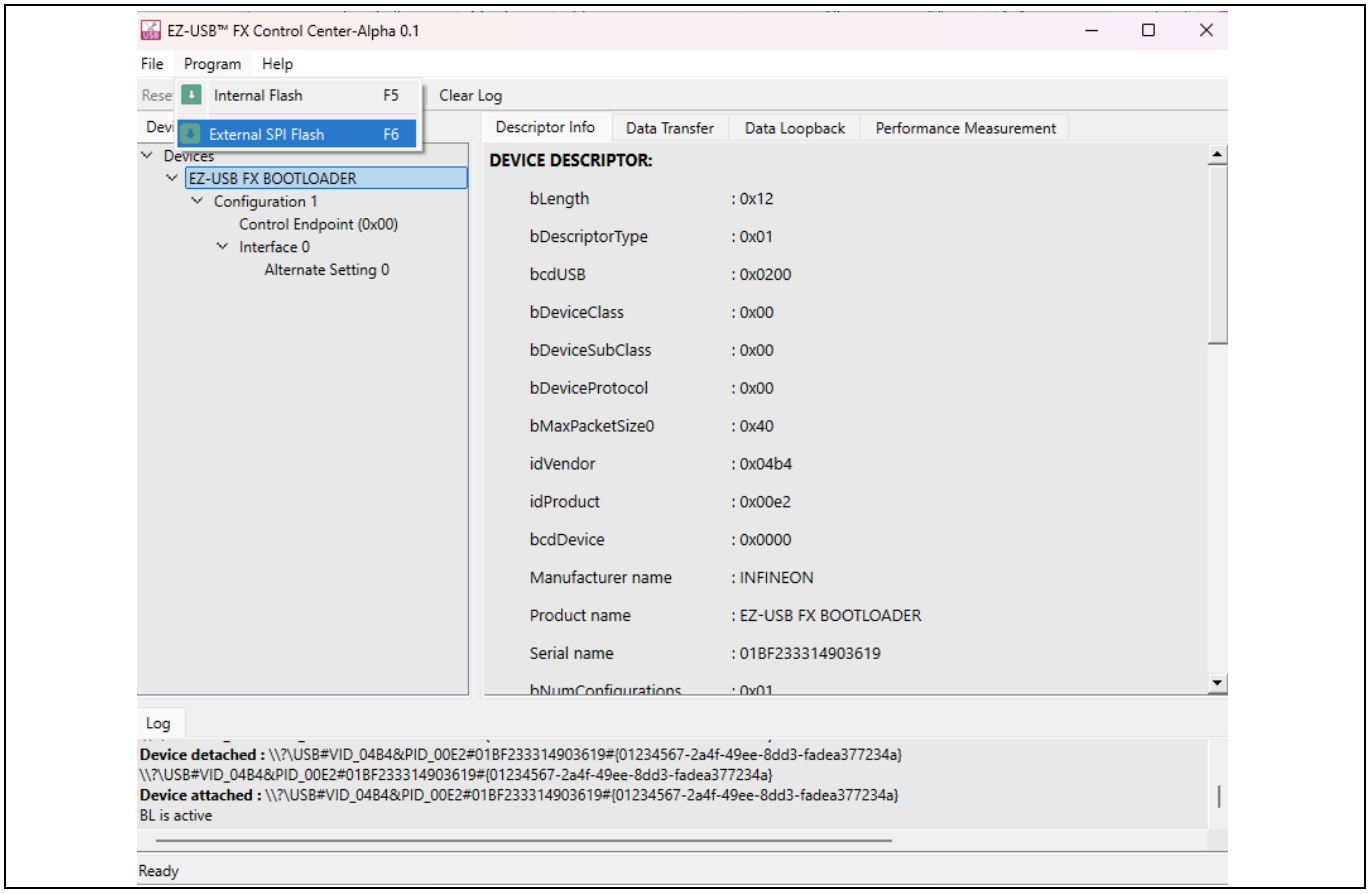

Figure 7 FX2G3 device enumeration in Control Center application
a) Click **FX2G3**, **Program**, and **External SPI Flash F6** as shown in Figure 7